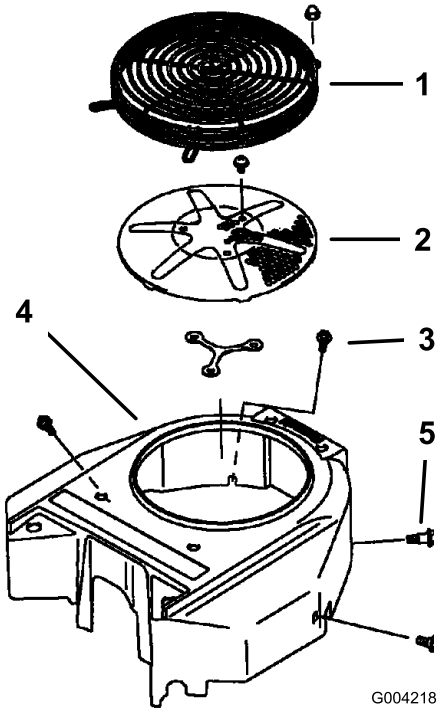

**Figur 60**
3. Afmonter luftindtagsskærmen og ventilatorhuset (Figur 60).
5. Installer luftindtagsskærmen og dernæst tilbageslagsstarteren og ventilatorhus (Figur 60).